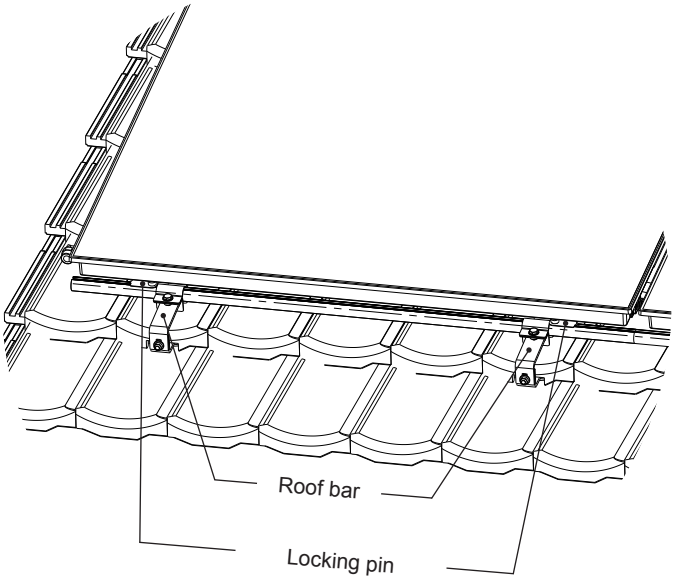

Figure 13
**Make sure the locking pin does not collide with the roof bracket (Fig. 13), if necessary the locking pins can be moved on the collector (hole spacing 80 mm).**